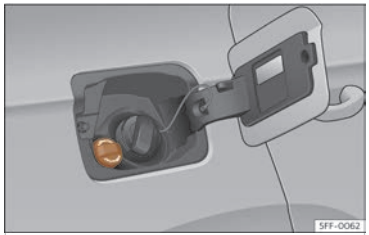

Fig. 194 Tap de la boca d'ompliment del dipòsit d'AdBlue®.
- Obriu la tapa del dipòsit ››› **fig. 194**.
- Feu girar el tap de tancament de la boca d'ompliment d'SCR cap a l'esquerra ››› fig. 194.